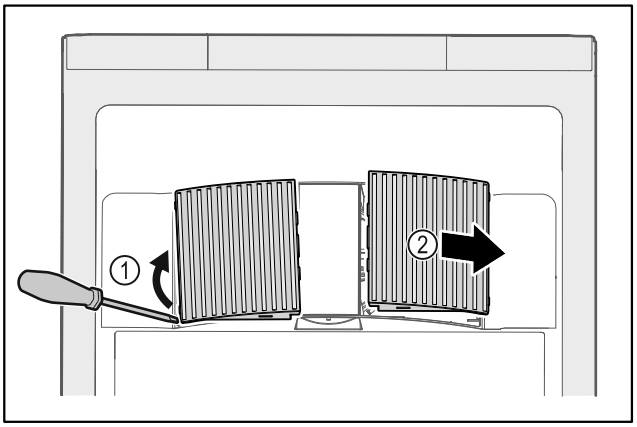

Fig. 203
- ▶ Scoateți cu grijă capacele ventilatoarelor de pe partea laterală *Fig. 203 (1)* și scoateți-le spre partea din față *Fig. 203 (2)*.